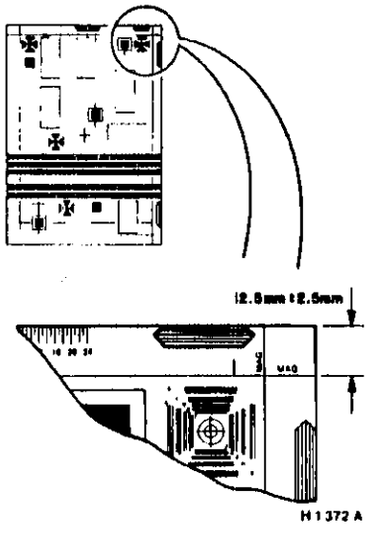

Рисунок 1. Проверка регистрации верхней кромки в DADF
1. (Рисунок 1) Проверьте, соответствует ли положение регистрации верхней кромки в DADF техническим требованиям.